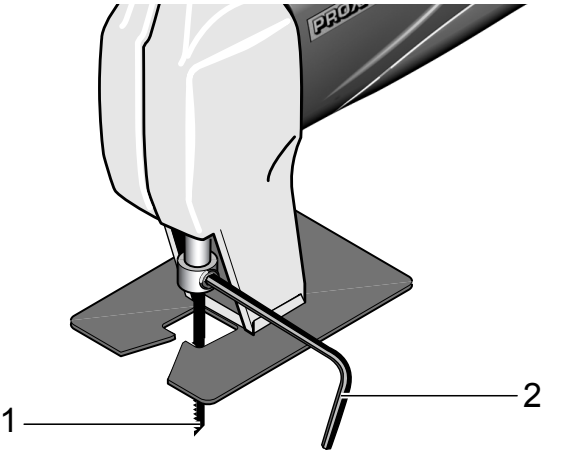

**Fig. 2**
1. Klemmschraube mit Hilfe des beiliegenden Innensechskantschlüssels **2** (Fig. 2) lösen.